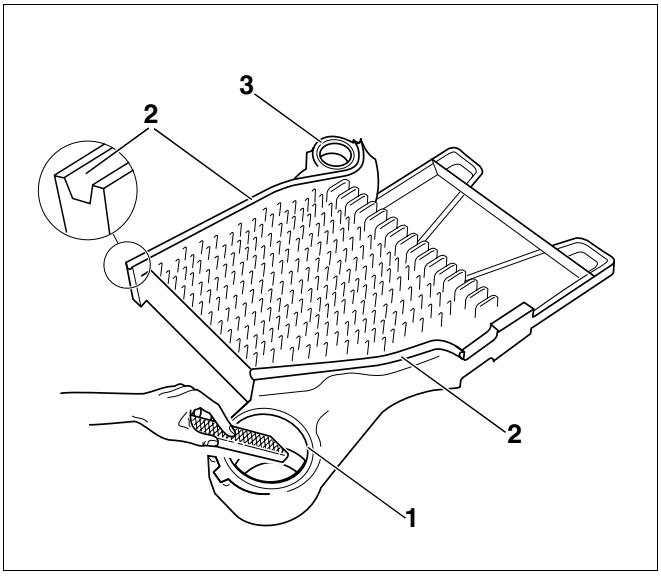

Рис. 6 Зачистка ступицы котла
- Положить на пол конечную секцию с ребрами (рис. 6).
- Очистить ступицы котла (рис. 6, **поз. 1** и **3**) наждачной бумагой и ветошью.
- При наличии заусенцев на ступицах (рис. 6, **поз. 1** и **3**) зачистить их напильником.
- При необходимости прочистить пазы для уплотнений (рис. 6, **поз. 2**) проволочной щеткой и ветошью.